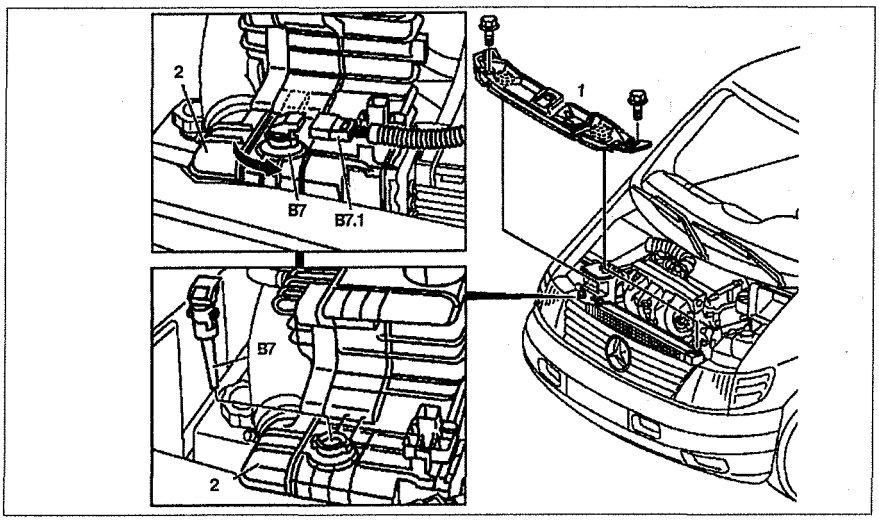

Рис. 2.109. Датчик уровня охлаждающей жидкости:
3. Снимите верхнюю поперечную балку **1** (см.рис.2.109).